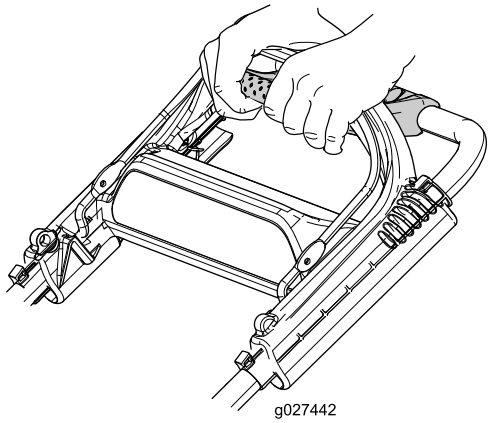

Rysunek 21
1. Sięgnij końcówkami palców i chwyć rogi uchwytu wspomagania trakcji (Rysunek 21).